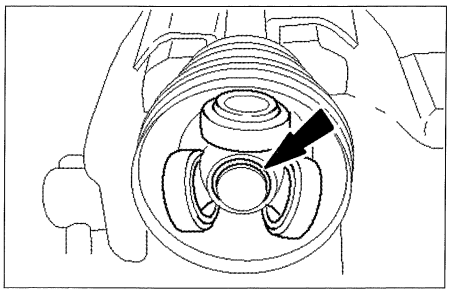

FIG. 4
• Con unos alicates apropiados, desmontar el anillos de seguridad del trípode **(fig. 4).**